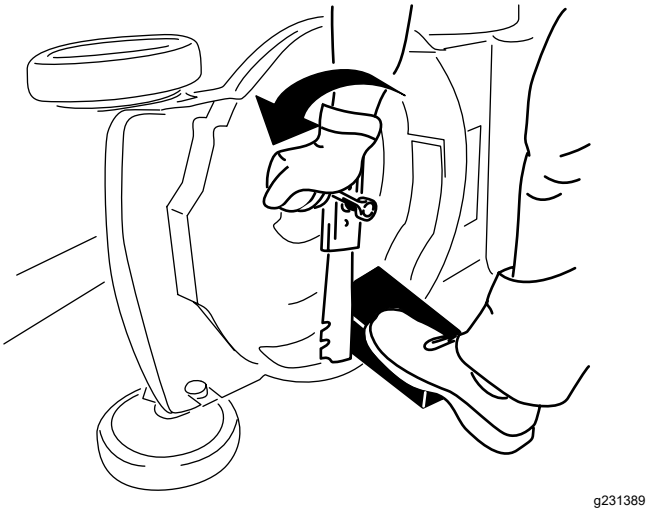

Rysunek 25
3. Aby unieruchomić ostrze, należy użyć kawałka drewna (Rysunek 25).
4. Zdemontuj ostrze, zachowując wszystkie elementy mocujące (Rysunek 25).